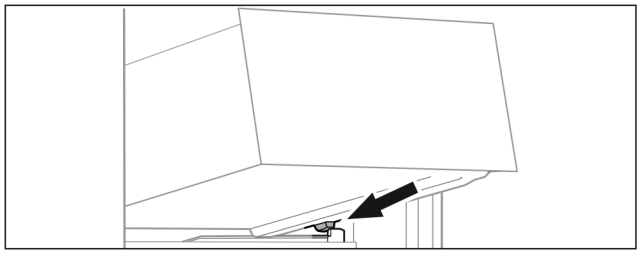

Fig. 98
▶ Place drawer at an angle behind the stoppers on the moulded rib. (see Fig. 98)